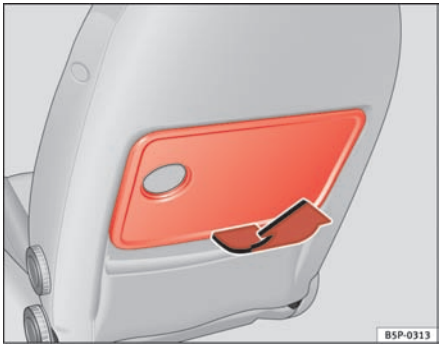

Fig. 97 Folding table of front left seat
– To open the table, pull it up in the direction of the arrow ⇒ fig. 97.